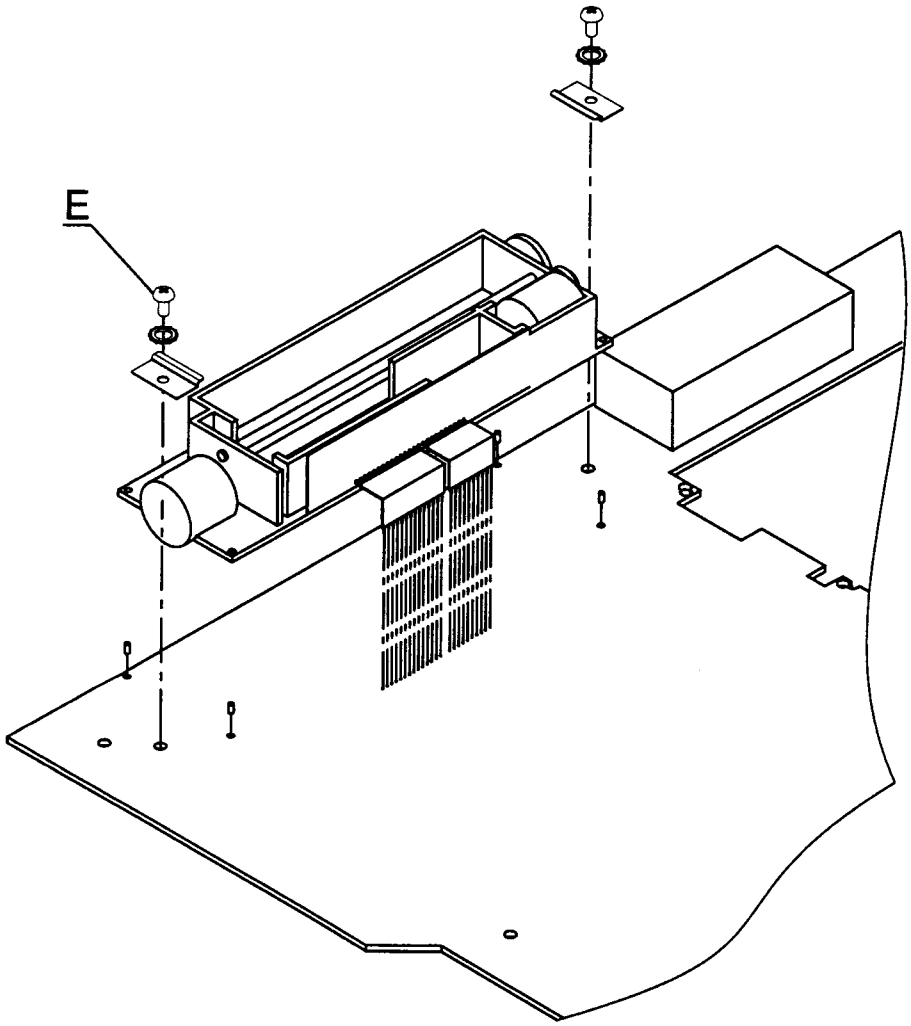

Fig. 4 - Printer
- **Remove** the 2 fixation screws ("**E**" mark, Fig. 4) and release the printer to the top then slide it to the back.